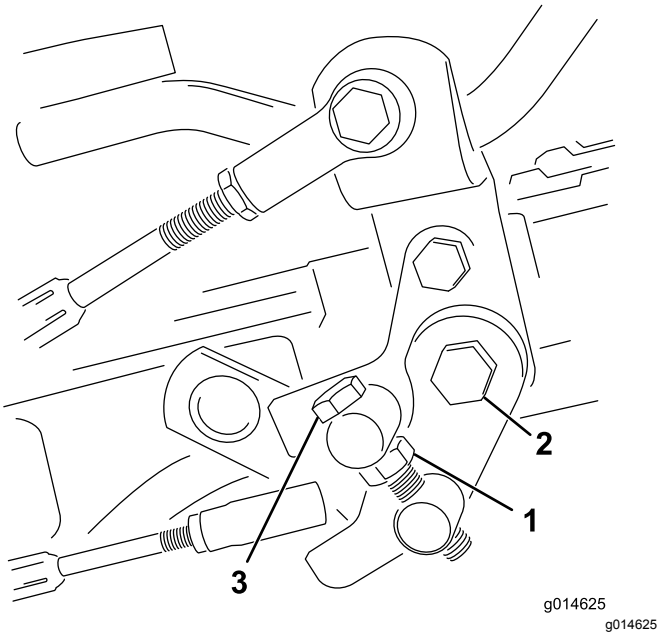

Rysunek 34
1. Poluzuj przeciwnakrętkę na śrubie czopu (Rysunek 34).
4. Dokręć przeciwnakrętkę na śrubie czopu oraz nakrętkę na osi pedału, aby zablokować położenie regulacji (Rysunek 34). Sprawdź efekt regulacji i w razie potrzeby dokonaj korekty.